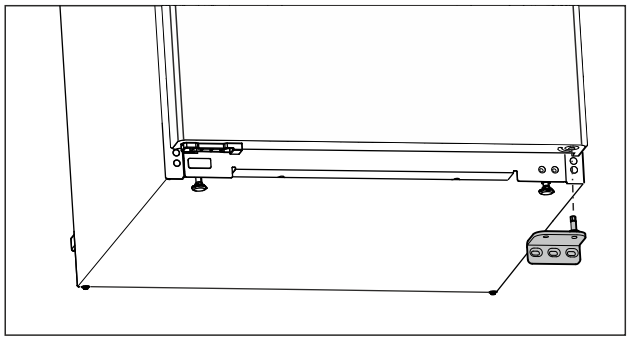

Fig. 11
▶ Remove the swap bearing block downwards. (see Fig. 11)